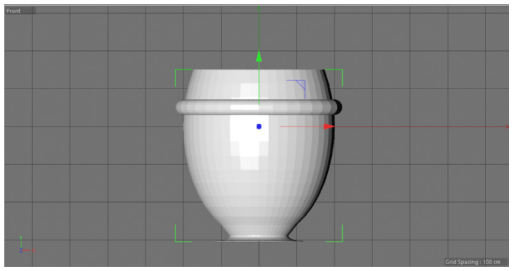

Figure 3-146 *Voxel objects smoothened*
7. Select *Volume Builder* in the Object Manager. In the Attribute Manager, make sure the **Object** button is chosen. In the **Object Properties** area, enter **1** in the **Voxel Size** spinner; *vase* and *ring* are smoothened, refer to Figure 3-146.